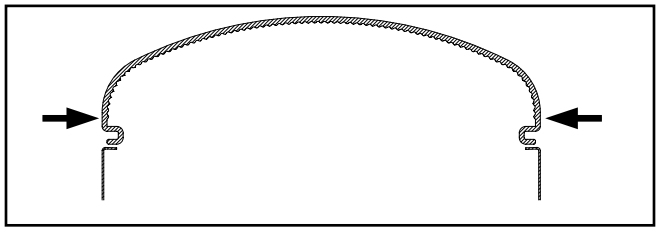

Figure 10.
8. Install the lens by starting at either end (if luminaire has Install lens by starting at either end (if luminaire has sensor start at end without sensor). Squeeze lens inward with both hands and guide the lens inside of the end cap and below the end cap tab. Maneuver lens inside the channel so lens groove catches the lip along channel length (Figure 10).